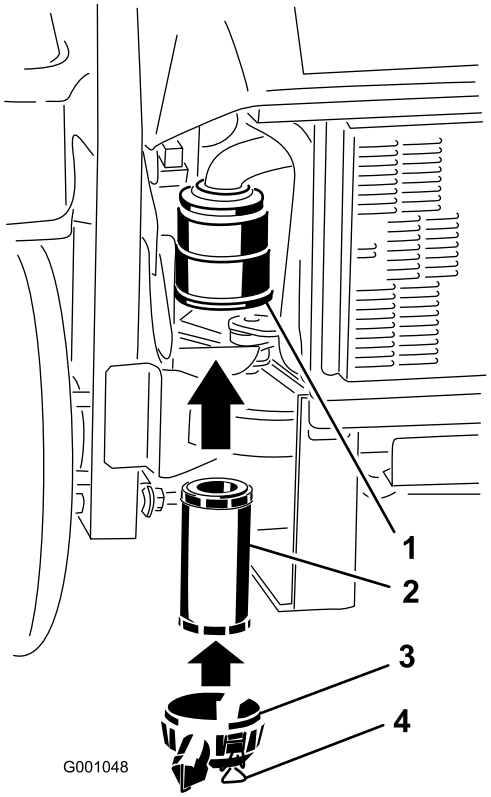

Rysunek 53
2. Ostrożnie wsuń filtr do obudowy filtra (Rysunek 53).
3. Załóż pokrywę filtra powietrza i zamocuj za pomocą zaczepów (Rysunek 53).